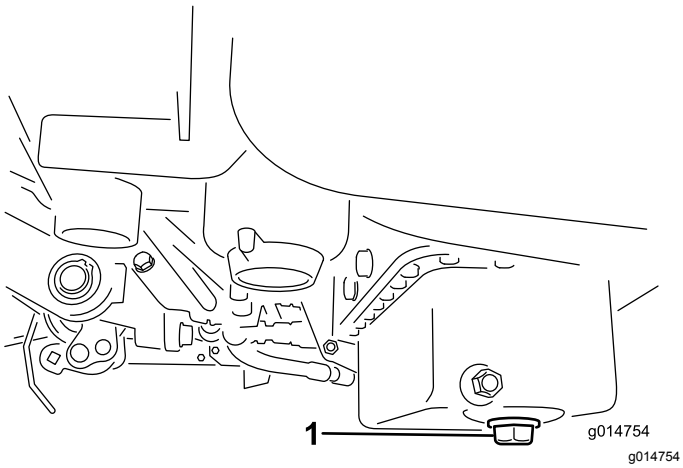

Figuur 46
1. Verwijder de aftapplug en laat de olie in een opvangbak lopen. Als er geen olie meer naar buiten stroomt, plaatst u de aftapplug terug (Figuur 46).